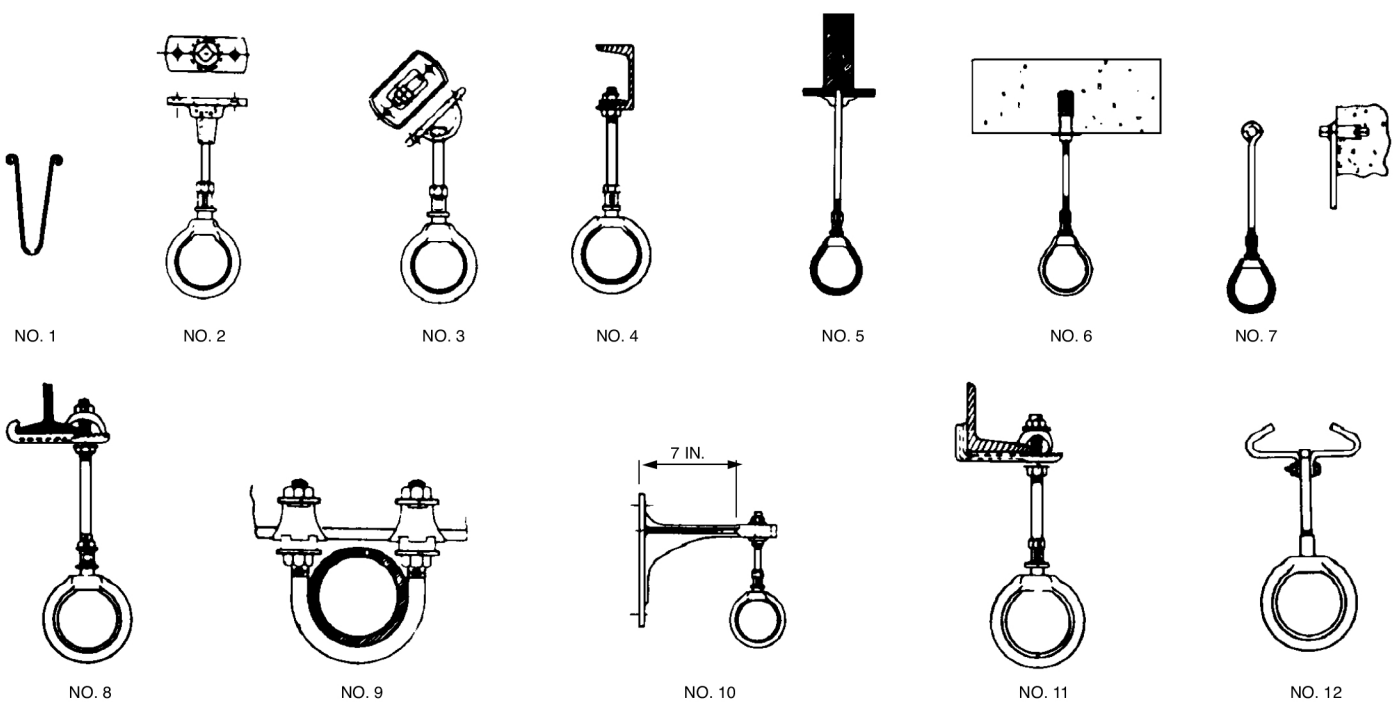

FIGURE 6
4. The hangers must be UL listed or FMRC approved and rigidly supported. The Hanger Application Table and Figure 6 list some typical hangers used for different mounting surfaces.